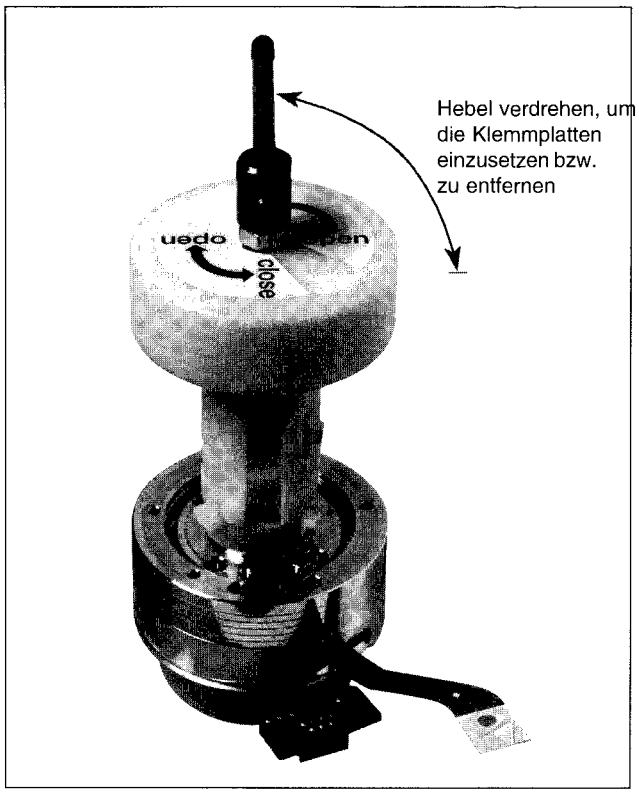

Abb. M4
- Hebel des Abziehwerkzeugs in Stellung „CLOSE" bringen. Werkzeug auf das obere Klemmelement der Kopfscheibe aufsetzen, Hebel in Position „OPEN" bringen und Klemmelement entfernen (Abb. M4).
• Das Abziehwerkzeug auf die Kopfscheibe plan aufsetzen und das Klemmelement durch Drehen des Hebels in Richtung "CLOSE" fixieren (siehe Abb. M4).